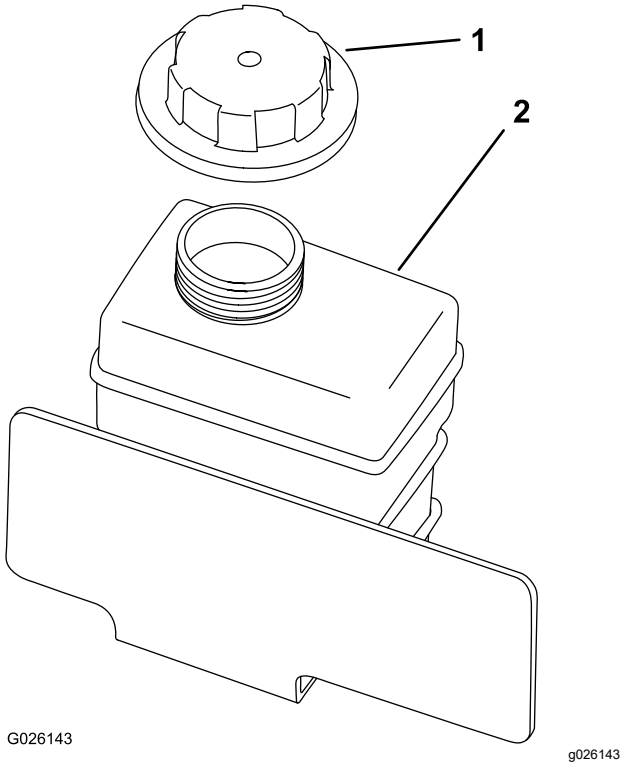

図 56
8. 補助タンクにも、補給管の根元までゆっくりと冷却液を補給する図 56。
9. 補助タンクのキャップを取り付けて終了図 56。